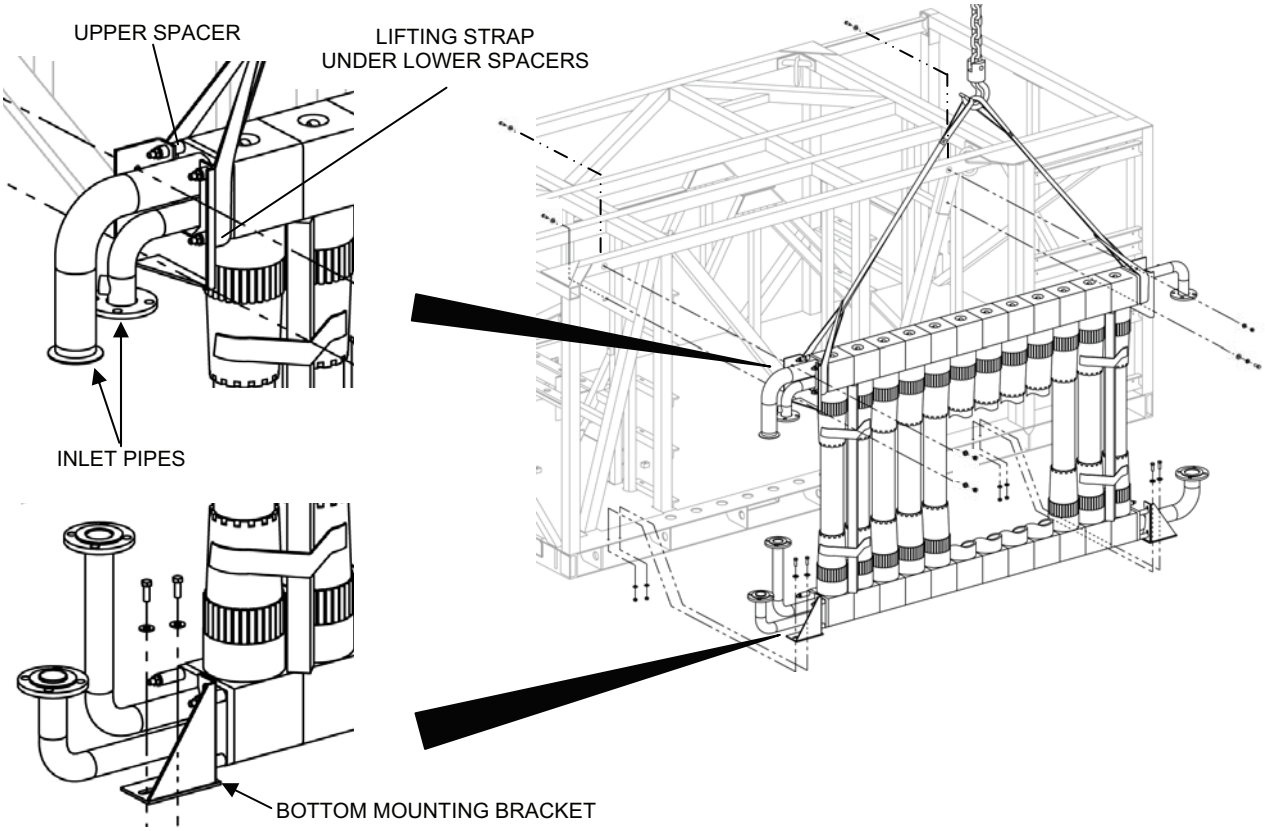

Figure 6. TWPS MF Assembly Removal.
c. Bolt both bottom mounting brackets to the TWPS frame, but do not tighten (see Figure 6).